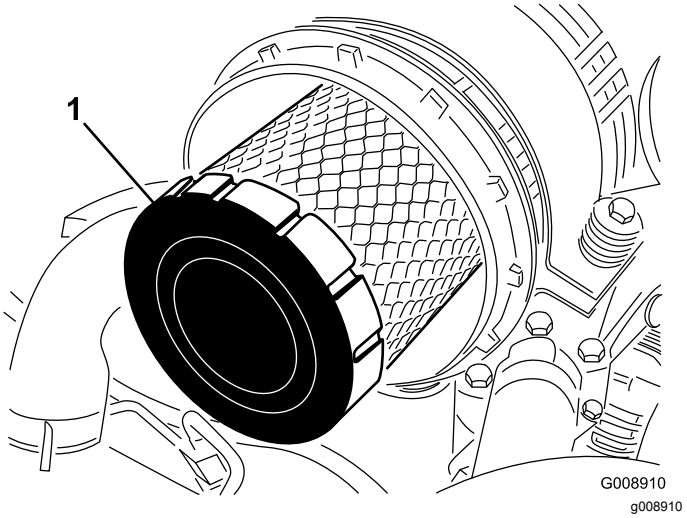

Figur 62
4. Afmonter og udskift primærfilteret (Figur 62).